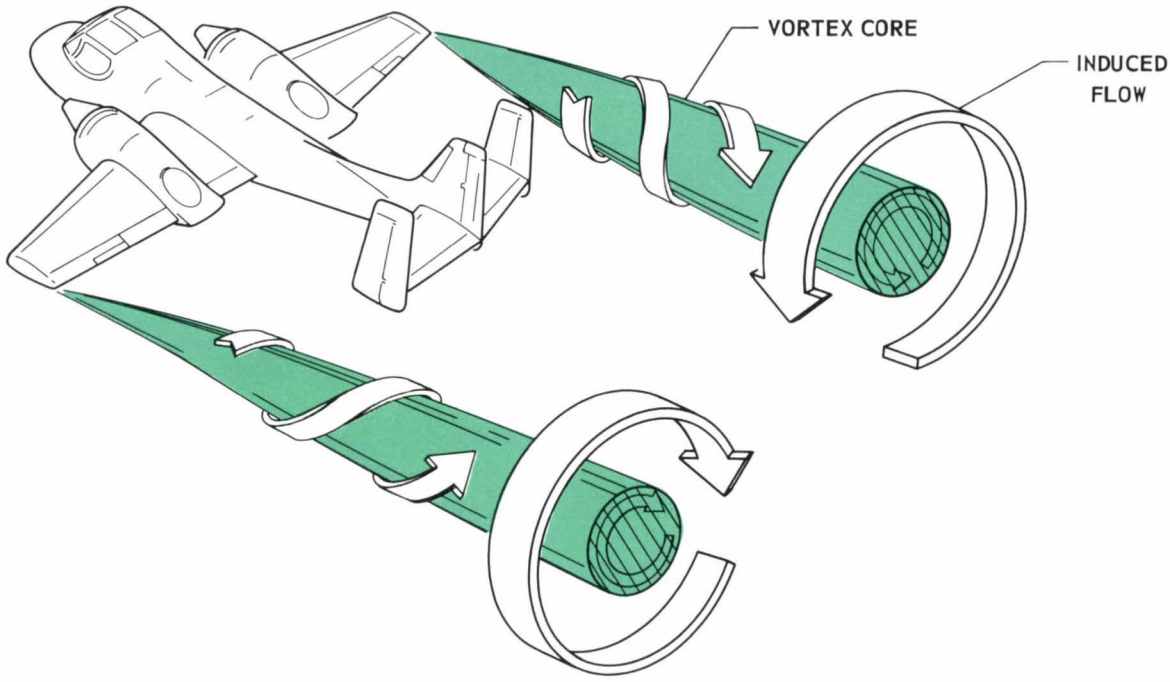

FIGURE 1
Every aircraft, while in flight, generates a pair of counterrotating vortices trailing from the wingtips. With a helicopter as the generating aircraft (GA), the vortices trail from below the rotor tips (figures 1 and 2).